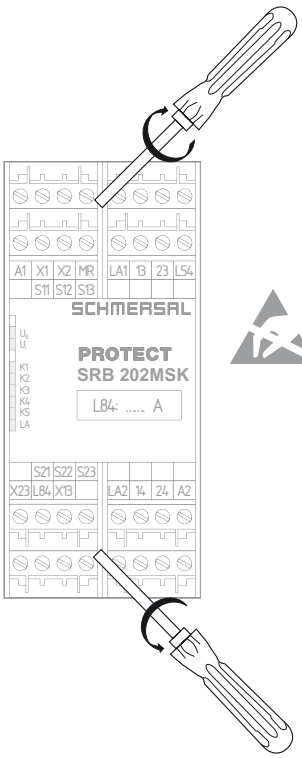

Abb. 3: SRB 202MSK
- Für die Einstellung des Meldeausgangs L84 muss das Gehäuse geöffnet werden. Das Öffnen der Frontabdeckung erfolgt durch Einführen und leichtes Anheben mit einem Schlitzschraubendreher in die obere und untere Deckelaussparung (siehe Abb. 3 und 4). Bei geöffneter Frontabdeckung sind die ESD-Anforderungen einzuhalten. Nach erfolgter Einstellung ist die Frontabdeckung wieder zu montieren.